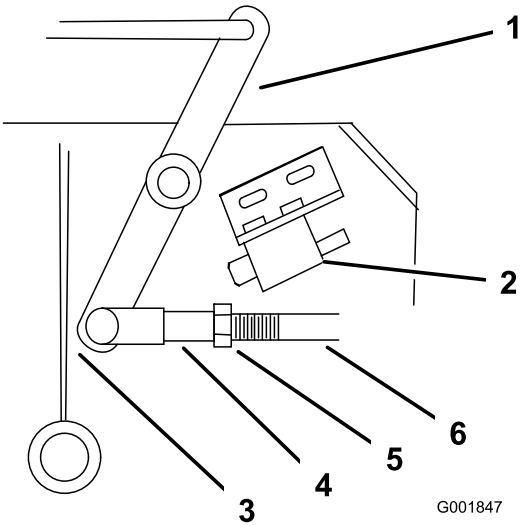

Figura 48
4. Ajuste la longitud del acoplamiento hasta que el extremo inferior de la palanca acodada casi roce el refuerzo del soporte del eje (Figura 48).
9. Afloje la tuerca de la horquilla (Figura 48).